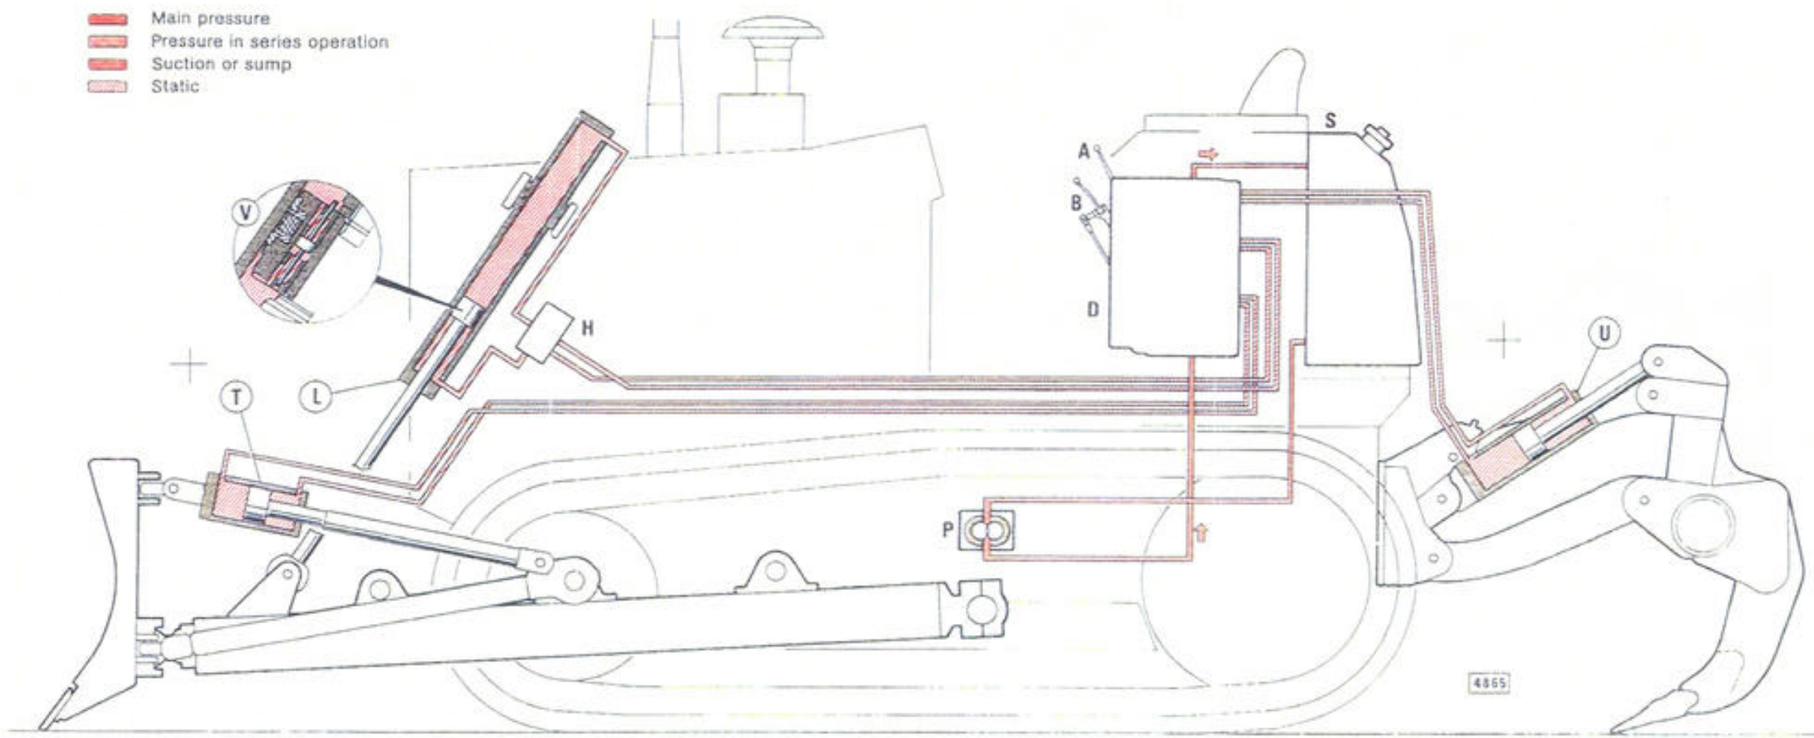
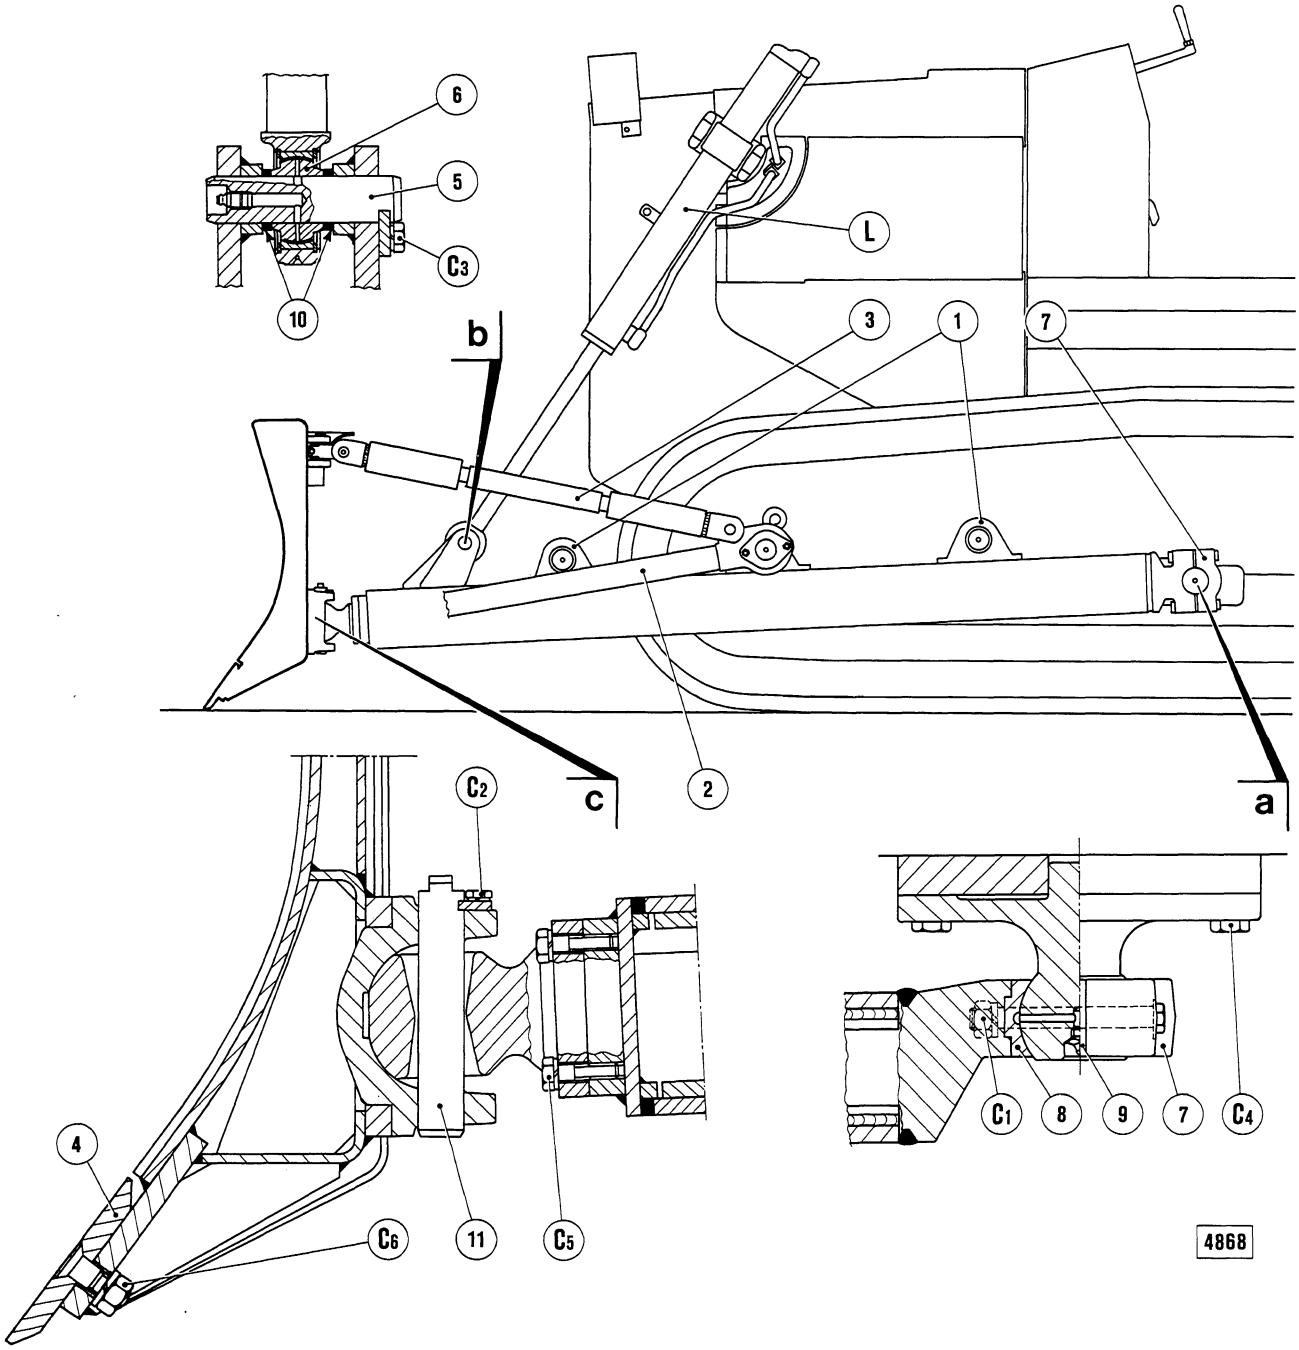

Fig. 15-19 Hydraulic System Schematic - Angledozer
Fig. 15-21 - Angledozer C-frame and blade.
The blade C-frame is rear-pivoted on track frames (detail a, fig. 15-21). It supports at front end the blade articulation ball-and-socket joint (detail C) and is provided with three anchor eyes on each side through which the blade may be set perpendicular to machine longitudinal centerline or angles 25° either right or left.
Other blade setting adjustments possible are blade cutter pitch angle and blade crosswise tilt, which are obtained through the sleeves of adjustable braces (3, fig. 15-21).
Remove blade cylinder piston, rod pivot pins (5, fig. 15-21).
Length of braces (2, fig. 15-21) connecting frame to blade is adjustable to facilitate the introduction of rear trunnions in their sockets (1).
This dozer equipment differs from the equipment shown in fig. 15-21 because of the presence of a hydraulic cylinder located in place of the left adjustable brace (see fig. 15-19).
This cylinder permits hydraulically controlled tilting of the blade crosswise. The associated hydraulic control system is shown in fig. 15-19. To disassemble the double-acting cylinder, proceed as follows:
The push beams are pivoted at rear to track frames same as the frame on angledozers (detail d, fig. 15-21).